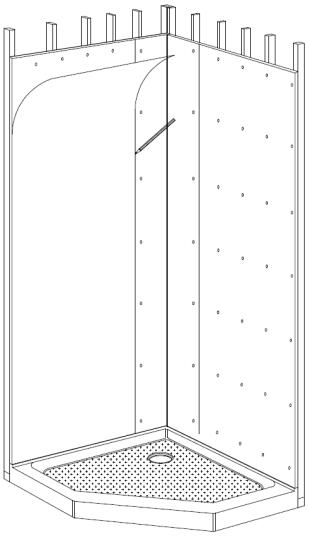

**FIGURE 1**
1. Placez un panneau de côté sur le rebord de la base de douche. À l'aide d'un crayon, tracez une ligne repère sur le mur autour du panneau (Fig. 1). Retirez le panneau.
1. *Place one of the side panels on the rim of the shower base. Trace a reference line on the wall around the panel with a pencil (Fig. 1). Remove the panel.*